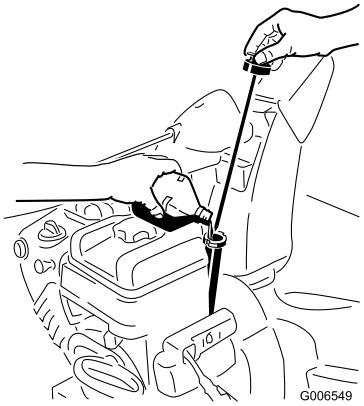

Figur 13
1. Fjern peilestaven, og hell olje **sakte** inn i oljepåfyllingsrøret for å heve oljenivået til Full-merket på peilestaven. **Ikke fyll på for mye** (Figur 13).